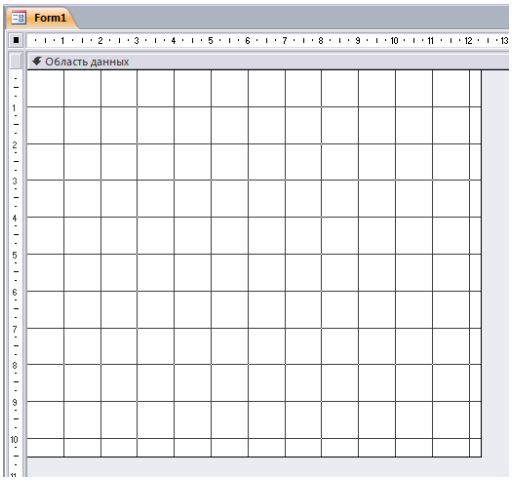

Рис. 7.10. Пустая форма
2.1. На вкладке *Создание* в разделе *Формы* нажимается кнопка *Пустая форма*. На экране отобразится форма, не связанная ни с одной таблицей. Форма открывается в режиме *Конструктора* (рис. 7.10).